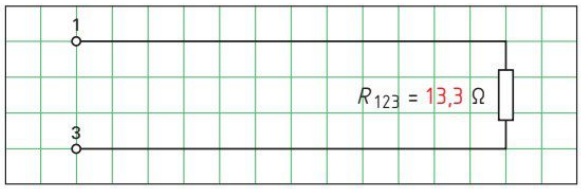

Bild 5: R_{123} zwischen den Klemmen 1 und 3
7. Berechnen Sie den Ersatzwiderstand R_{123} **(Bild 5)**, der durch Zusammenfassen der Widerstände R_3 und R_{12} gebildet wird. Tragen Sie den Wert von R_{123} im Bild ein.